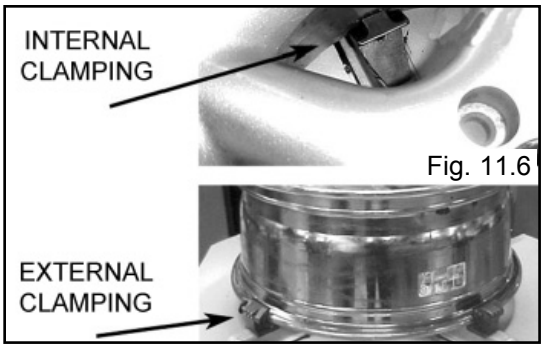

Fig. 11.6
10. Use the clamp control pedal to move the clamps inward or outward. (See Fig. 11.6)